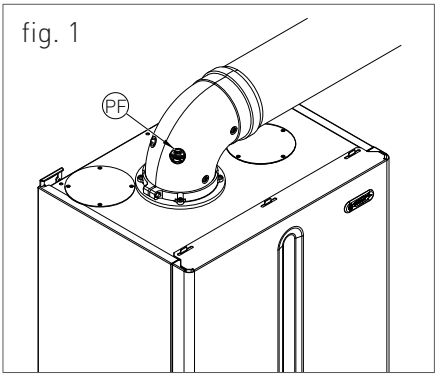
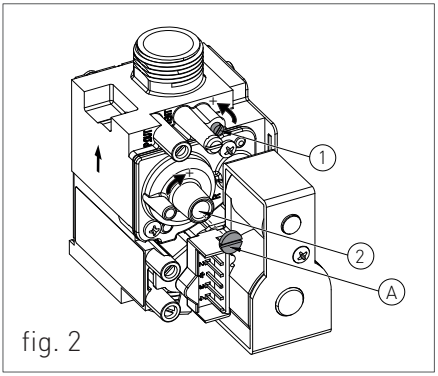

fig. 1
fig. 2
- Inserire la sonda dell'analizzatore fumi nell'apposita presa fumi 'PF' (fig. 1), quindi verificare che il valore di CO_2 sia conforme a quanto riportato al capitolo "Dati tecnici", in caso contrario svitare la vite di protezione 'A' (fig. 2) e regolare con una chiave a brugola da 4 sulla vite '2' (fig. 2) del regolatore di Off-Set. Per aumentare il valore di CO_2 è necessario ruotare la vite in senso orario e viceversa se si vuole diminuire. Terminata la regolazione avvitare la vite di protezione 'A' (fig. 2) sul regolatore di Off-Set.
- Verificare che il valore di CO_2 sia conforme a quanto riportato al capitolo "Dati tecnici", in caso contrario regolare sulla vite '1' (fig. 2) del regolatore di portata gas. Per aumentare il valore di CO_2 è necessario ruotare la vite in senso antiorario e viceversa se si vuole diminuire.
- Ad ogni variazione di regolazione sulla vite '1' (fig. 2) del regolatore di portata gas è necessario aspettare che la caldaia si stabilizzi al valore impostato (circa 30 secondi).